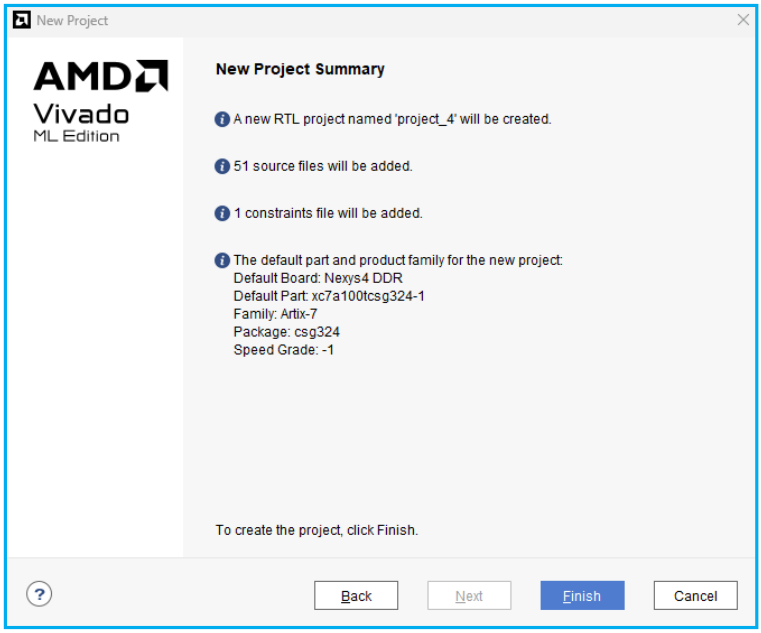

Fig.11. Ventana de resumen de la creación del proyecto.
15. Si todo ha ido bien, la ventana de resumen de proyecto debería ser similar a la Fig.11. Una vez verificado el resumen del proyecto, pulsamos en `Finish`.